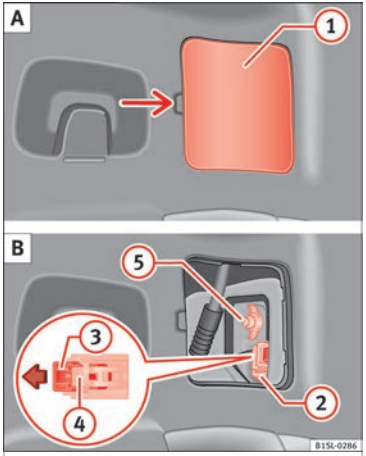

Fig. 149 On the side of the luggage compartment: A: Remove the cover, B: Removing the tail light units
2.	Carefully remove the cover (1) towards the lever ››› Fig. 149 **A**.
3.	Pull the release (3) in the connector (2) in the direction of the arrow ››› Fig. 149 **B**. Use the screwdriver in the vehicle tool kit.
4.	Press position (4) and remove the connector (2) ››› Fig. 149 **B**.
5. Unscrew the wing nut (5) »» Fig. 149 B.
12. Support the tail light with one hand in the assembly position and securely screw the wing nut with the other (5) »» Fig. 149 B.
14. Insert the connector (2) into the bulb holder and press the lock (3) on the connector in the opposite direction to the arrow »» Fig. 149 B.